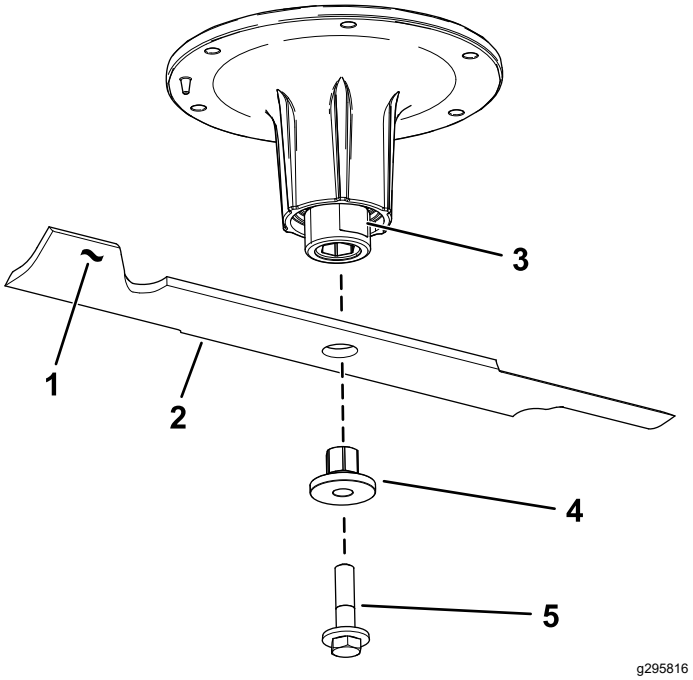

Rysunek 105
2. Odkręć śrubę ostrza, tuleję i zdejmij ostrze z wału wrzeciona (Rysunek 105).